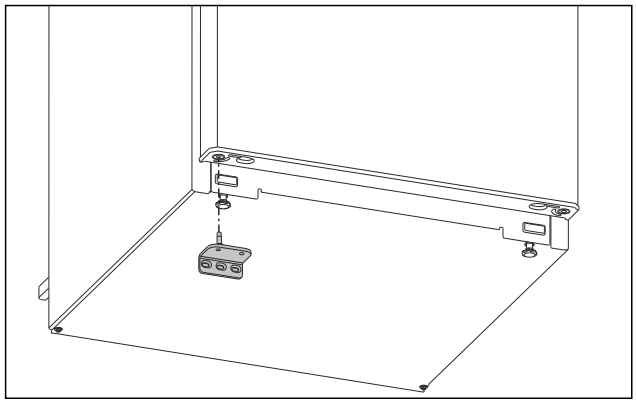

Fig. 14
▶ Montați suportul de lagăr inferior pe partea opusă. (vezi Fig. 14)